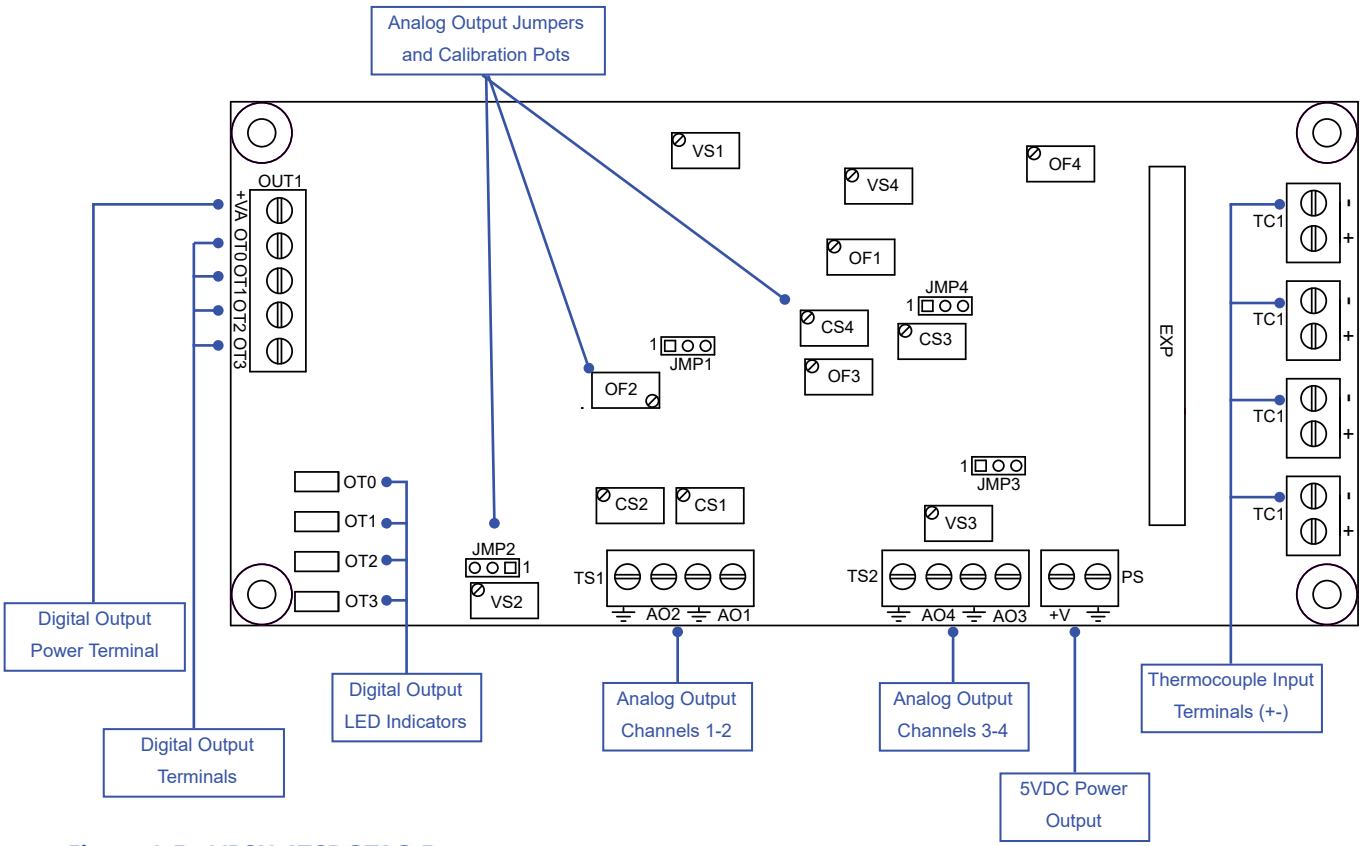
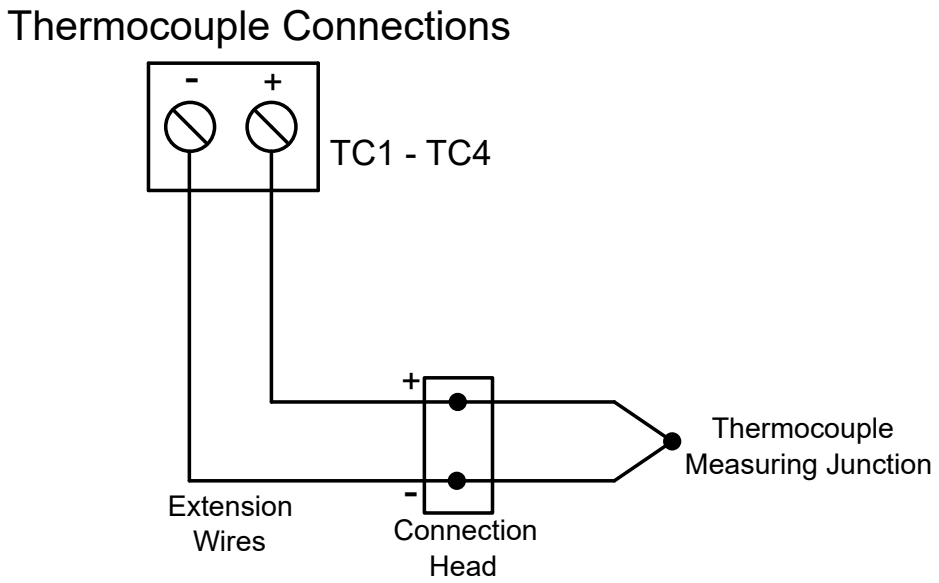
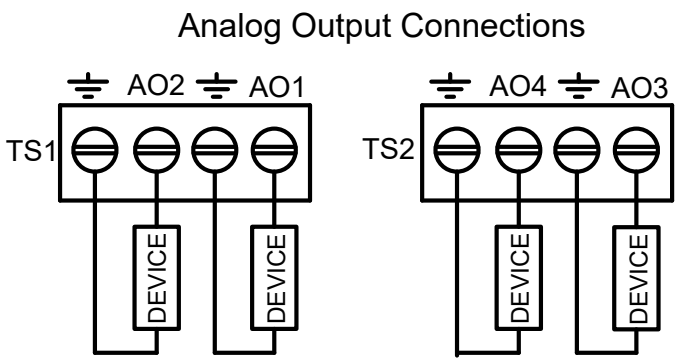

Figure 1-5 - VB2X-4TCDOTAO Features
Figure 2-5 - Typical Thermocouple Input Connection
Figure 2-11- Analog Output Connections
The VB2X-4TCDOTAO is an expander for the VB-2XXX controller. The VB2X-4TCDOTAO provides 4 Thermocouple inputs, 4 Digital Sourcing Outputs and 4 Analog Outputs (configurable 0-10VDC or 4-20mADC). See Figure 1-5.
For each of the thermocouple inputs (TC1-TC4), a + and - terminal are provided. Refer to Figure 1.5 for locations of the thermocouple input terminals and their polarity. Figure 2-5 illustrates a typical thermocouple connection.
Refer to Figure 1-5 for the locations of the analog output terminal blocks and connections. Figure 2-11 is a diagram showing typical connections for analog output channels.
By default, the analog outputs are shipped from the factory configured for 0-10VDC and both ranges (0-10VDC and 4-20mA) are factory calibrated. The channel configuration (0-10VDC or 4-20mA) is selected by on-board jumpers and shunts (JMP1-JMP4). Refer to Figure 1-5 for the locations of the jumpers.
In addition to the location of the jumpers (JMP1-JMP4), Figure 1-5 also identifies PIN 1 (identified by a '1') next to the end of the jumper block. The center PIN is always PIN 2. Setting the shunts as shown, configures the analog output as shown.
Each analog output has one potentiometer for calibrating the *span* of the analog output. These potetiometers are labeled VS1 - VS4 for AO1 - AO4 repectively. Refer to Figure 1-5 for the locations of the potentiometers VS1 - VS4.
1. Connect the digital voltmeter positive (+) to the AOx (where x represents the channel number) terminal block and the negative (-) to the provided ground terminal of the AOx output terminal block. Refer to Figure 2-11, replaceing 'DEVICE' with the digital voltmeter.
1. Connect the digital voltmeter (set for mA current) positive (+) to the AOx (where x represents the channel number) terminal block and the negative (-) to the provided ground terminal of the AOx output terminal block. Refer to Figure 2-11, replaceing 'DEVICE' with the digital voltmeter.